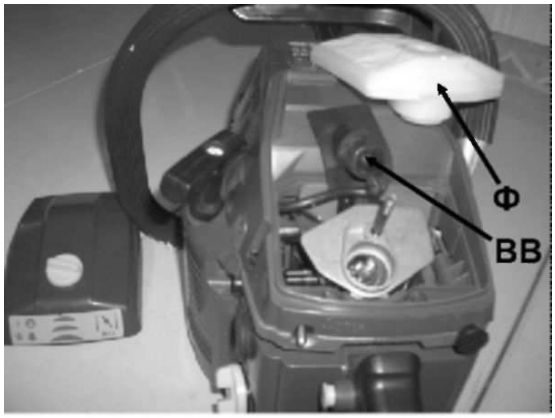

Рис.27
• Снимите пластиковый воздушный фильтр **Ф** (рис. 27);
• Снимите наконечник свечного провода **ВВ** (рис. 27) и выкрутите свечу зажигания свечным ключом, имеющимся в комплекте;
• Снимите пластиковый воздушный фильтр **Ф** (рис. 27).
• Снимите наконечник свечного провода **ВВ** (рис. 27).
Открутите винт **19** (рис.1) и снимите кожух воздушного фильтра **3** (рис.1); Извлеките пластиковый воздушный фильтр **Ф** (рис.27); Осмотрите фильтр;